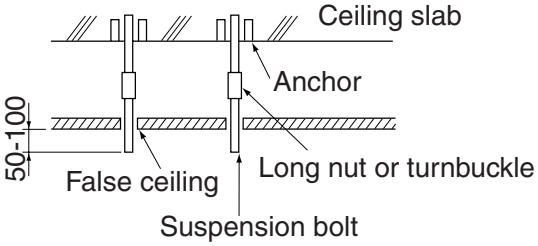

Fig. 9
2. **Make holes for suspension bolts, refrigerant and drain piping, and wiring. (Refer to Fig. 9)**